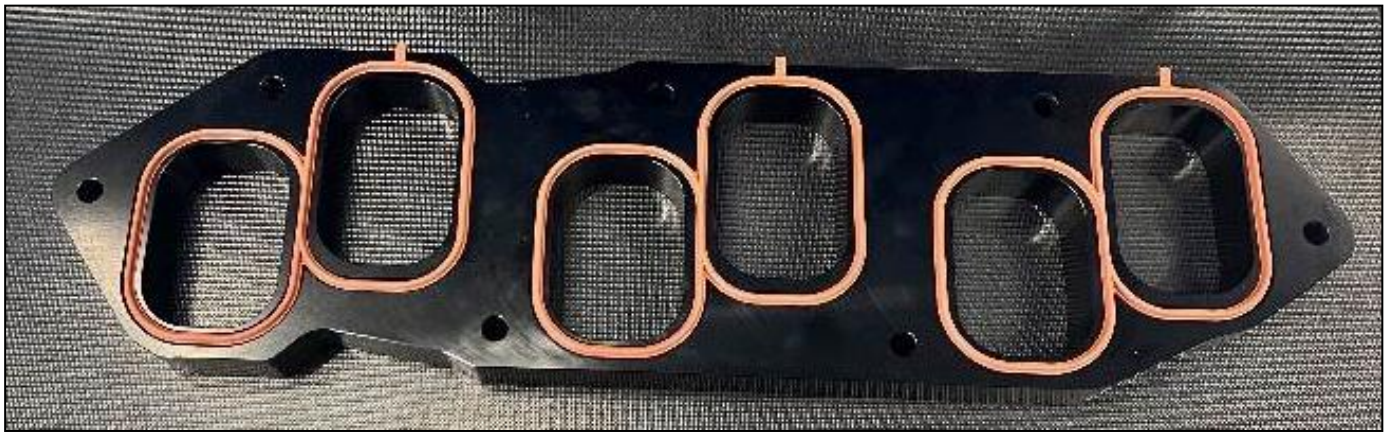

Figure 6
15. Use an E-6 Torx bit and remove the (2) two studs from the Intake Manifold.
16. Locate the Z1 Intake Manifold Spacer (IMS) and the (3) three Upper Plenum Gaskets.
17. Install the Upper Plenum Gaskets into the Z1 Intake Manifold Spacer. *Figure 6.*